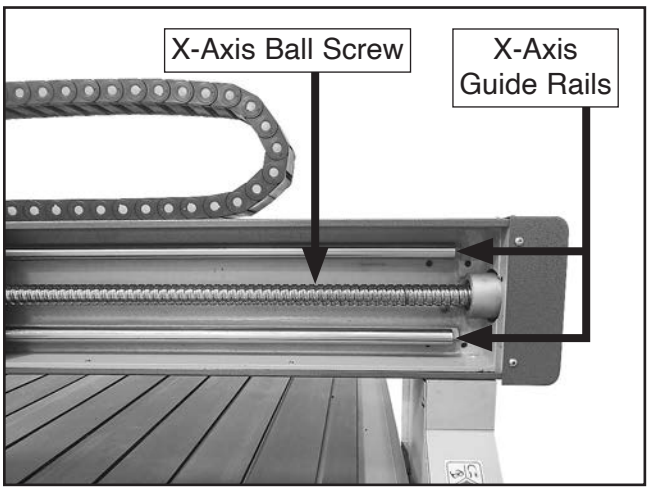

Figure 40. Example of X-axis ball screw and guide rail components.
3. Pull back gantry dust covers and clean X-axis ball screw with a brush and mineral spirits to remove grime and old lubrication (see **Figure 40**).
4. Clean X-axis guide rails with a clean rag dipped in mineral spirits to remove grime and old lubrication (see **Figure 40**).